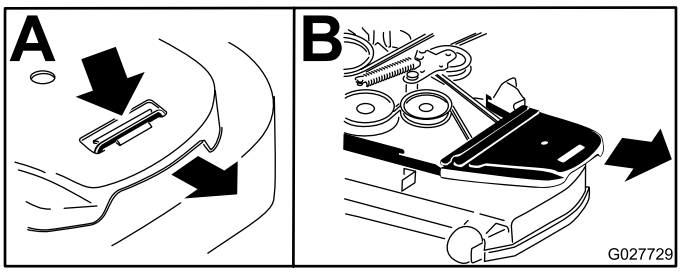

Figuur 75
6. Verwijder de aandrijfriemkappen en de bijbehorende bouten (Figuur 75).